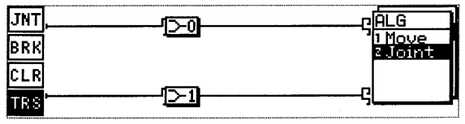

Fig.8
8. Using the cursor key and ENTER key, draw the lines shown in Fig.8.
10. Using the cursor button, position the cursor at "TRS" and press CONTROL key. (See Fig.8. P6)
10．カーソルを TRS に合わせ，CONTROL キーを押す。(Fig.8.P6)